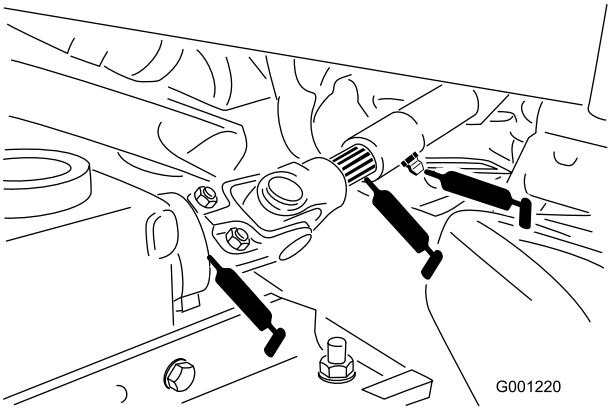

Figur 37
- Kraftuttagets universalaxel (Figur 37)